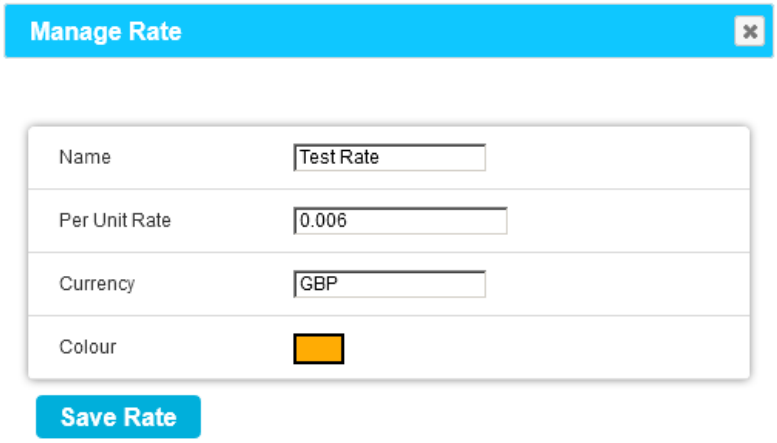

Figure 33
- The **Manage Rate** window for the selected **Tariff Rate** is displayed. See Figure 33